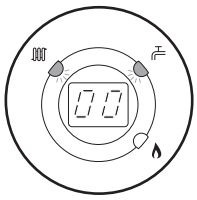

Fig. 96
6. The display will show '00', indicating maximum rate, then revert to 'P ' alternating with the current boiler temperature (Figs 96, 97 & 98).